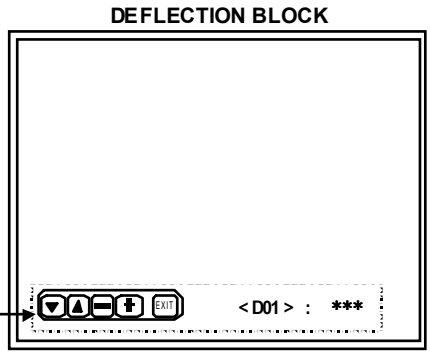

Fig.14
① In the <BLOCK SELECT> screen, press the **VOLUME/SELECT – (DOWN)** key.
② Then the DEFLECTION BLOCK adjustment screen is displayed (Fig. 14). The indication service number on the screen are changed by the vertical frequency, aspect ratio and scan size of signal for adjustment.
③ The original front key function replaced with the other function displayed at the lower side of the screen as shown below.